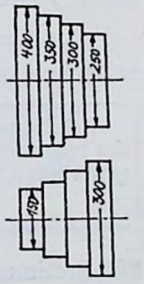

Abb. 67.
23. Die Durchmesser der äußeren Scheiben des treibenden Konus (Abb. 67) betragen 400 und 250 mm. Da drei Abstufungen vorhanden sind, ist der Unterschied der einzelnen Durchmesser 150 mm : 3 = 50 mm. Die Durchmesser der Scheiben sind demnach 400, 350, 300, 250 mm.